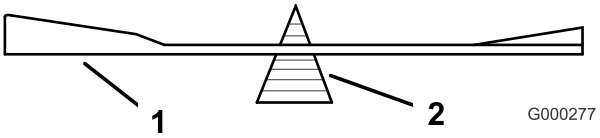
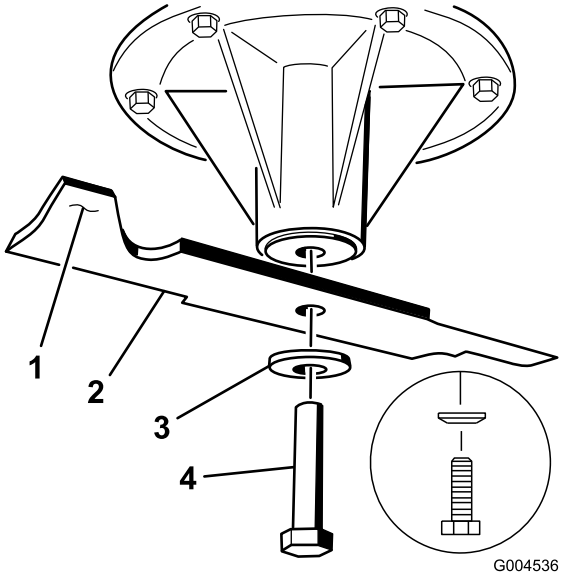

Figur 87
Figur 88
2. Avlägsna knivskruven, den böjda brickan och kniven från spindelaxeln (Figur 88).
2. Kontrollera knivens balans med en knivbalanserare (Figur 87). Om kniven stannar kvar i ett horisontellt läge är den i balans och kan användas. Om kniven inte är balanserad kan du fila bort lite metall från knivens segeldel (Figur 88). Upprepa proceduren tills kniven är balanserad.
1. Montera kniven på spindelaxeln (Figur 88).
2. Montera den böjda brickan och knivbulten. Den böjda brickans kon måste monteras mot bultens huvud (Figur 88). Dra åt knivskruven till ett moment på 115–150 Nm.